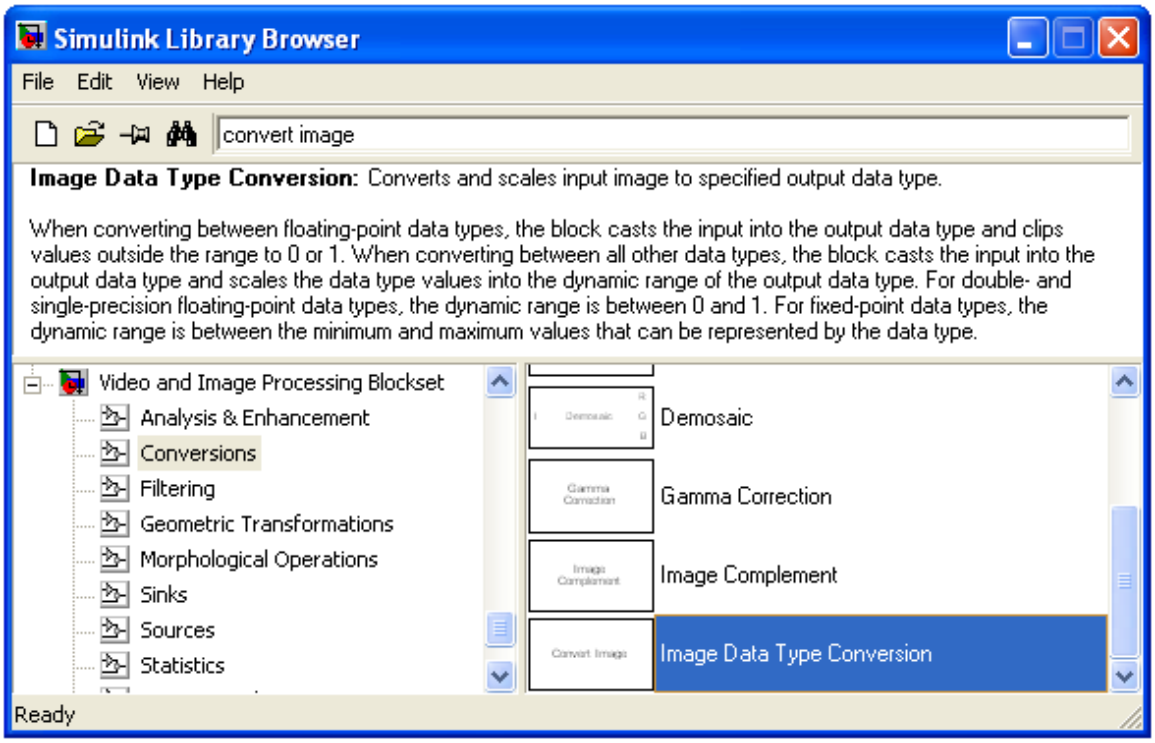
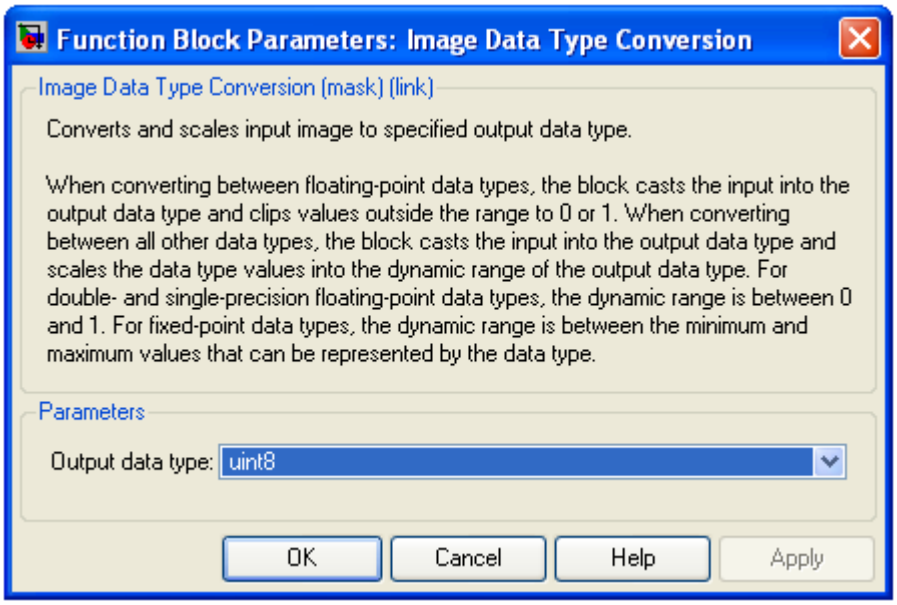

Figure 19: The Image Conversion Block
Figure 20: The Image Conversion Configuration
4. The RTDX channel transfers data in the uint8 format. Therefore the output of the Edge Detection Block should be converted to this format. Add the "Convert Image" block from from the "Conversions" group of the Video and Image Processing Blockset, (Please refer to Figure 19). The block should be configured as shown in Figure 20.